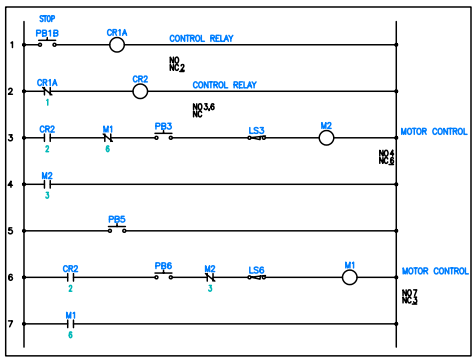

Figure 6-52 *The ladder after deleting components*
2. Select LS1A from rung 1 and LS4 from rung 4, and then press ENTER; the **Search for / Surf to Children?** dialog box is displayed. Choose the **No** button from this dialog box; components are deleted from the drawing, as shown in Figure 6-52.